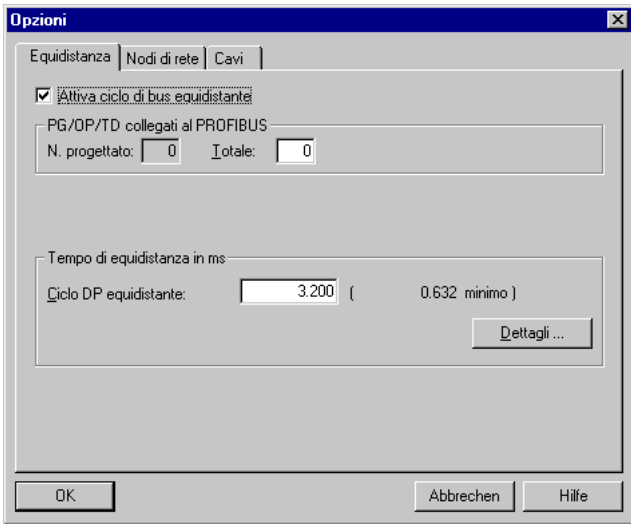

Fig. 9-54 Attivazione dell'equidistanza sulla CPU
- Nella finestra equidistanza attivare "Profibus equidistante" (cfr.: Fig. 9-54).